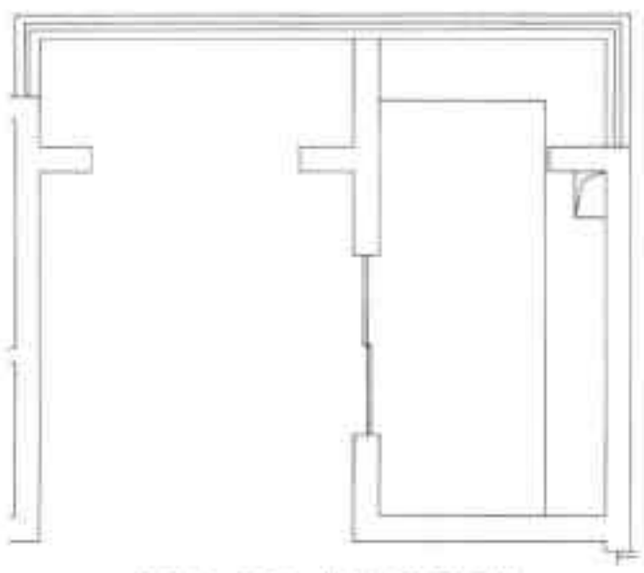

图19-30 修剪橱柜线
Step 03 执行“圆角”命令，圆角半径为0，将两条橱柜线连接，然后执行“修剪”命令，修剪橱柜线，如图19-30所示。